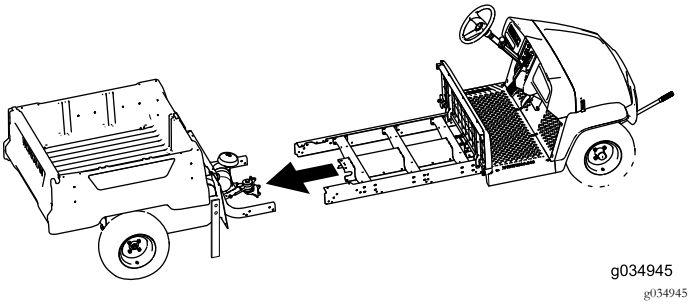

Figur 27
7. Be någon att hjälpa dig flytta ihop maskinens främre och bakre delar (Figur 27).